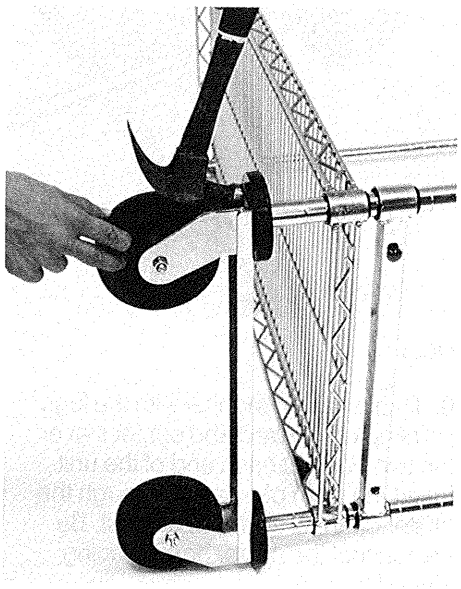
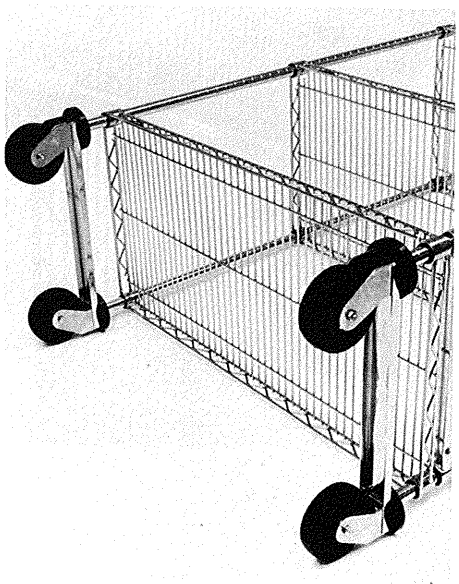

FIG. 4
FIG. 5
7. Tap the caster into the post until it is fully seated. The legs on the caster channel should straddle the sides of the caster horn (Fig. 4). Repeat operations #6 and #7 for the remaining three casters (Fig. 5).